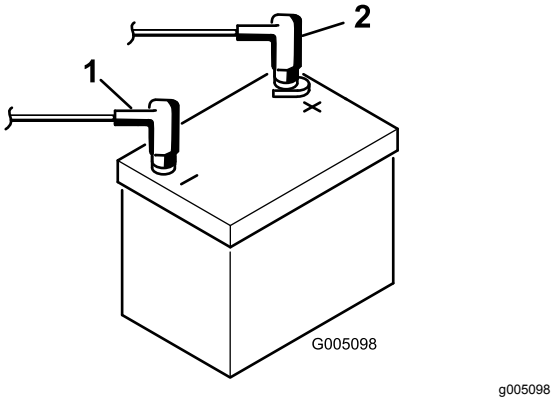

Figur 8
9. Koble den positive kabelen (rød) til den positive (+) polen og den negative kabelen (svart) til den negative (-) polen, og fest dem med bolter og mutre (Figur 8). Skyv gummihetten over den positive polen for å hindre muligheten for kortslutning.